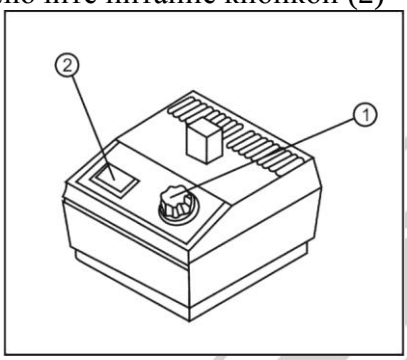

Рис.11.
- Поверните ручку регулятора напряжения (1) трансформатора SZ-T1 в положение “3” и включите питание кнопкой (2) “ON” (см. Рис. 11).